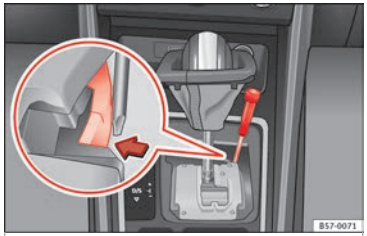

Fig. 56 Selector lever: manual release from position P.
- Using a screwdriver, press and hold the yellow unlocking tab sideways ››› Fig. 56.